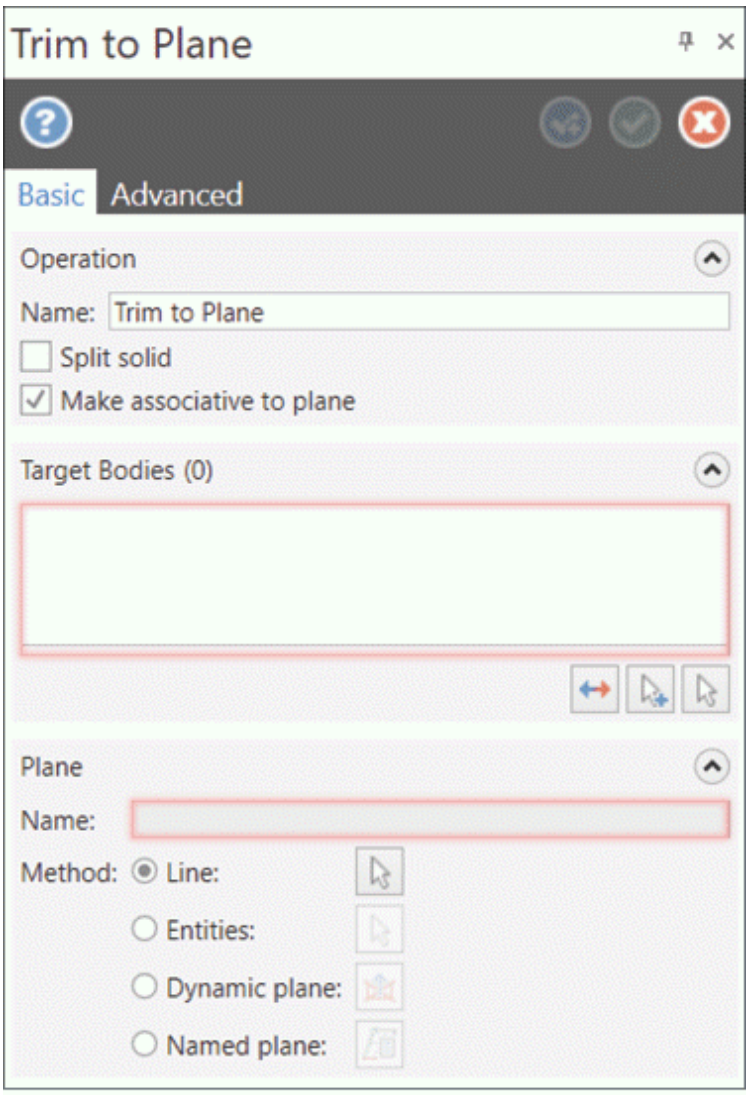

Figure-74. Trim by Plane Manager
- Click on the **Trim to Plane** tool from the **Modify** group of **Solids** tab in the **Ribbon**. The **Trim to Plane Manager** will be displayed; refer to Figure-74 and you will be asked to select the solid body to be trimmed.